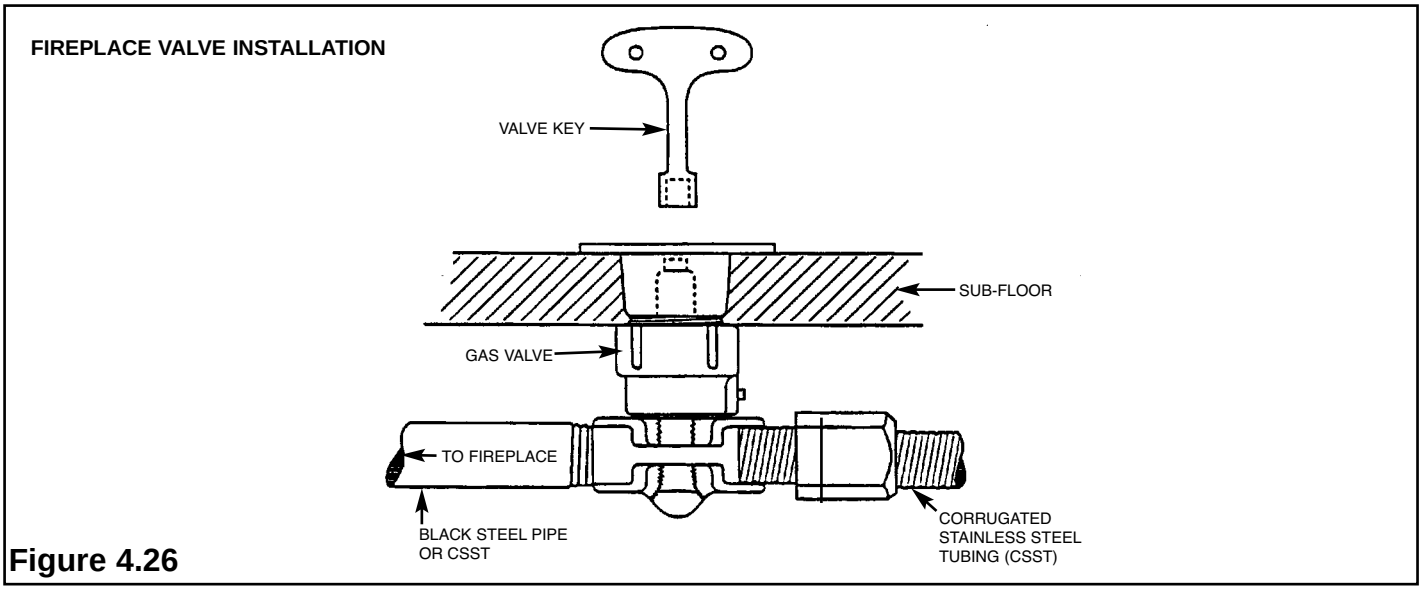

Figure 4.26
The connection to a valve controlling gas flow to a fireplace appliance may be concealed when installed as shown in Figure 4.26. The concealed tubing fitting can be installed beneath the floor, or hearth, or inside the brickwork of the fireplace. WARDFLEX® tubing and fittings shall not be installed inside the firebox for connection of log lighters or gas wands.
- **WARDFLEX® may be concealed** and may be used with flush mounted, key operated gas valves (See Figure 4.26) mounted in floors, walls, or the fireplace structure where hard piping is difficult. Commercial valves are available specifically for this service.